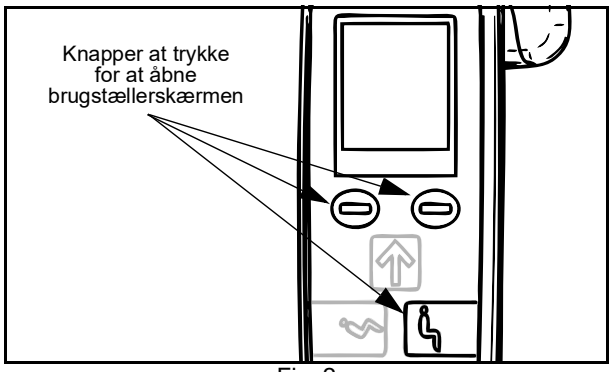

Fig. 2
2. På håndkontrollen trykkes begge knapper lige under skærmen ned samtidig med DPS "sid op"-knappen (se Fig. 2). Mens knapperne trykkes ned, tændes enheden med afbryderknappen. Knapperne holdes nede i yderligere tre sekunder, eller indtil du hører tre bip i serie.